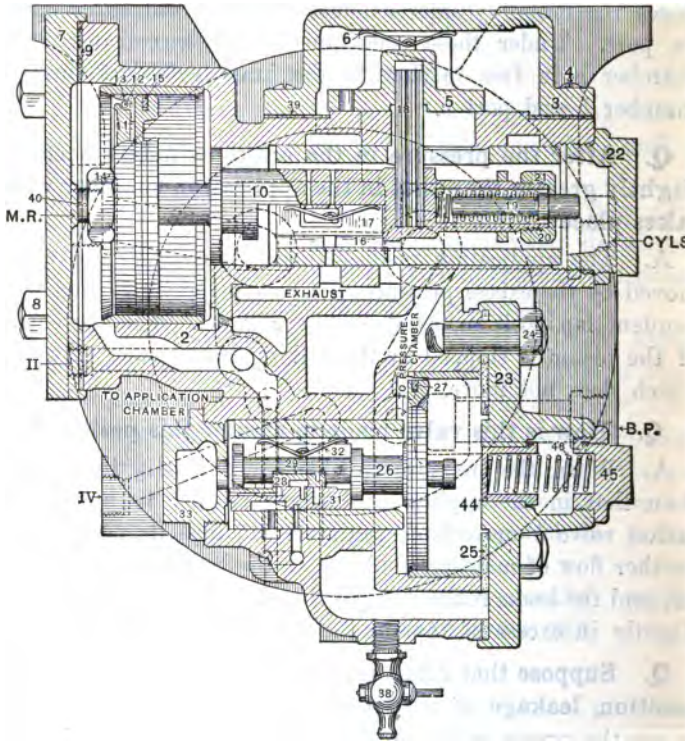

FIG. 91.—DISTRIBUTING VALVE SHOWING CONNECTIONS.
Q. What does Fig. 91 represent?